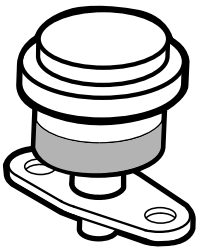

**Figuur 39**
Geef het primaire luchtfilter uitsluitend een onderhoudsbeurt als de onderhoudsindicator (Figuur 39) dit aangeeft. Als u het luchtfilter vervangt voordat dit nodig is, wordt alleen maar de kans vergroot dat er vuil in de motor komt als het filter wordt verwijderd.
1. Controleer de blokkage-indicator van het filter. Als de indicator rood is, moet het filter vervangen worden (Figuur 39).